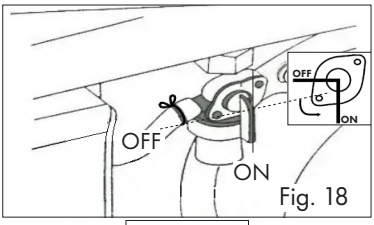

Fig. 18
4. Open the fuel tap, see Fig. 18.
5. Set the on/off switch (1) to ON.